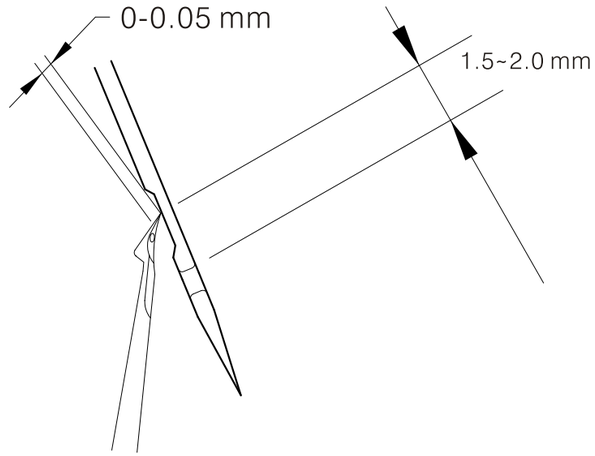

Fig. 4
(2) Cuando mueva la punta del bucleador inferior del punto muerto de la izquierda al centro de la aguja izquierda, la distancia entre bucleador inferior y la aguja debe ser 0 mm ~0.05 mm Además, por favor confirme que la punta del bucleador inferior esta 1.5 mm ~2.0 mm encima del hueco de la aguja izquierda. (Fig. 4)